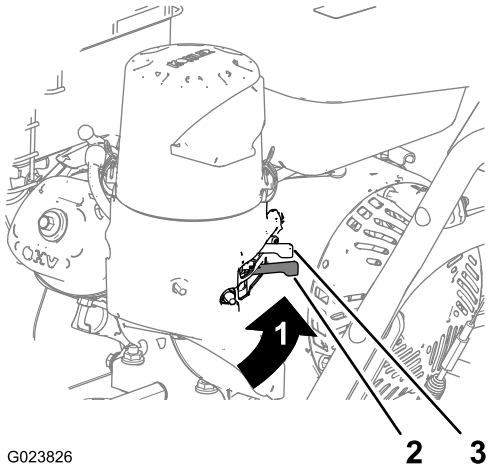

Rysunek 9
Aby odblokować dopływ paliwa, przesuń dźwignię (znajdującą się poniżej dźwigni ssania) w prawo (Rysunek 9).
2. Przesuń dźwignię ssania (znajdującą się z tyłu, z lewej strony silnika) w lewo, do położenia ON. Jeżeli silnik jest ciepły, dźwignię ssania należy pozostawić w położeniu OFF (Rysunek 9).
5. Odczekaj kilka minut, aż silnik się rozgrzeje, a następnie przesuń dźwignię ssania do położenia OFF (Rysunek 9).
5. Jeżeli maszyna nie będzie eksploatowana przez kilka dni, odetnij dopływ paliwa za pomocą zaworu, zaparkuj maszynę w budynku lub usuń ją z terenu robót (Rysunek 9).